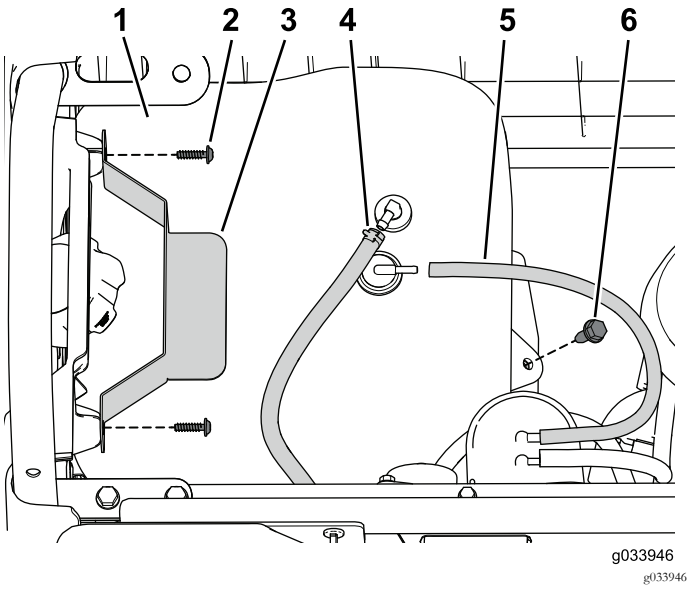

Figura 49
1. Coloque o depósito de combustível no tabuleiro do depósito (Figura 49).
2. Ligue a tubagem de ventilação e a linha de combustível ao depósito (Figura 49).
3. Utilize os parafusos que retirou anteriormente para prender a fixação (Figura 49).